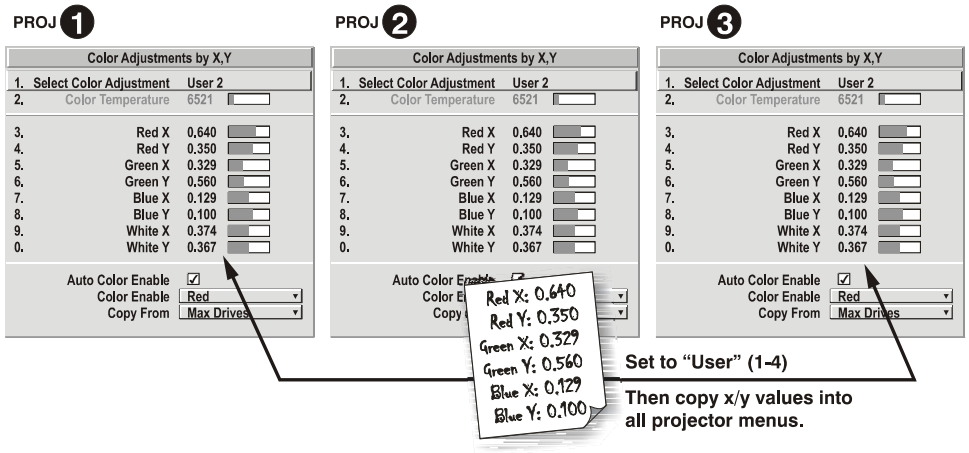

***Figure 3.15. Copy X/Y Values into All Projectors***
5. In each projector, select a “User” color adjustment (1-4) to enable *Color Adjustments by X,Y* changes. Then enter your recorded x/y values into each menu (Figure 3.15).